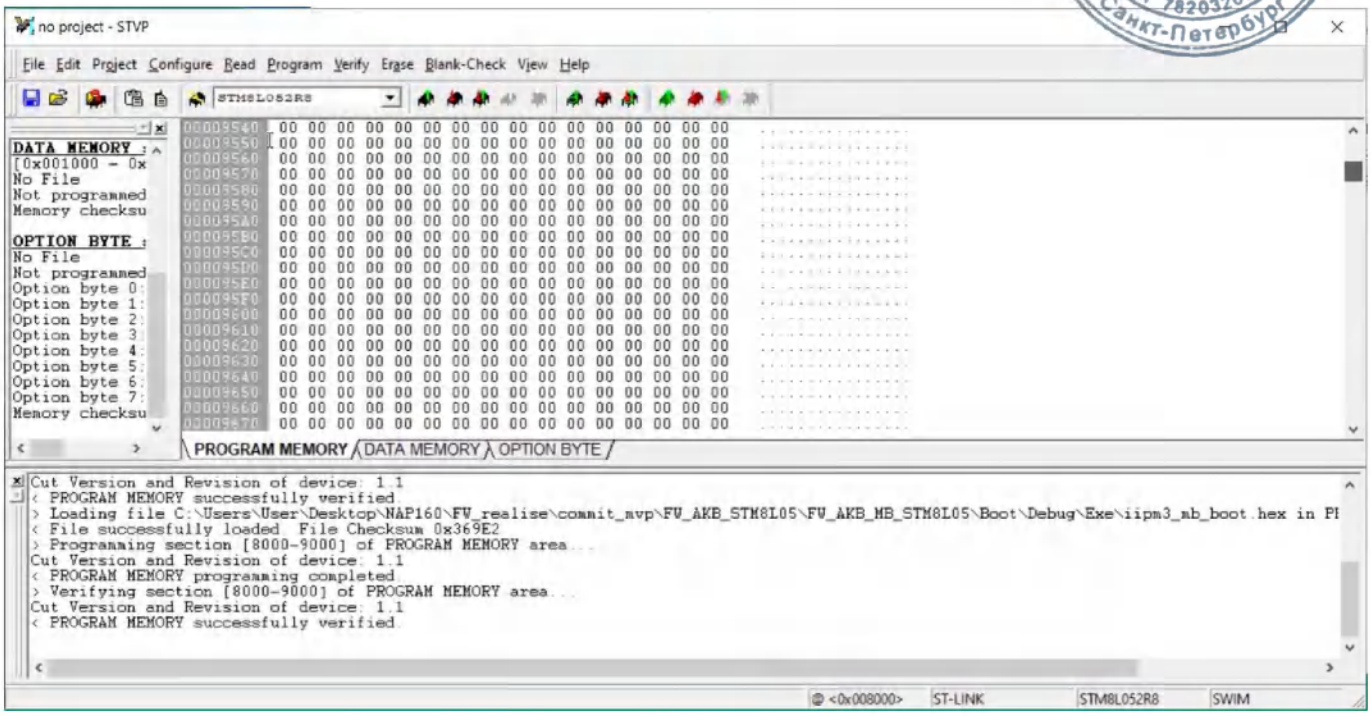

Рисунок 49
5.2.9 При успешной загрузке в нижней части окна на вкладке PROGRAM MEMORY появится соответствующее сообщение (Рисунок 49).